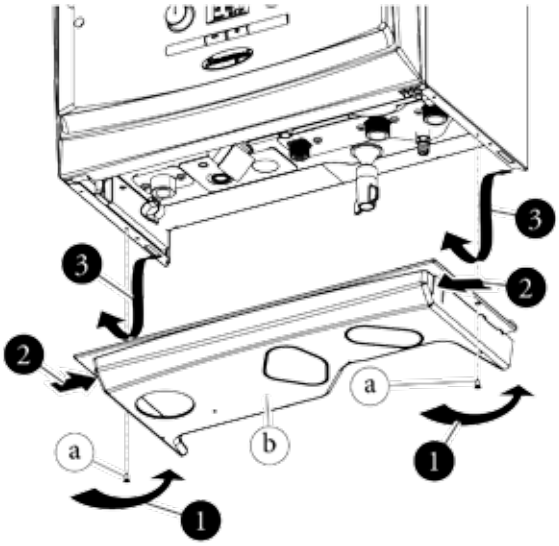

*Abb. 3-15a*
• **Untere Abdeckplatte (Abb. 3-15a).**